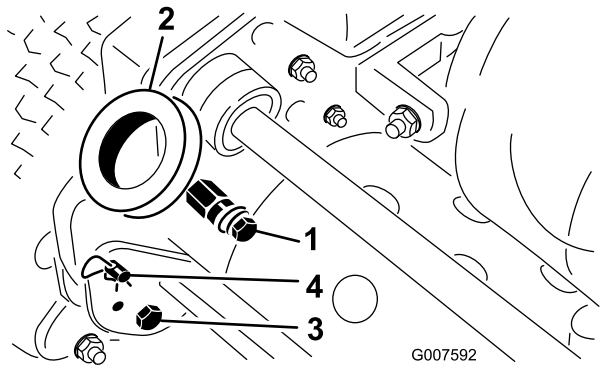

Bild 2
1. Nehmen Sie an jeder Seite des Rasenmähers die Schraube, die Scheibe und Sicherungsscheibe vom Befestigungsstift ab (Bild 2).
2. Nehmen Sie die Schrauben und Sicherungsmuttern ab, mit denen das Ende der Griffarme an jeder Seite des Rasenmähers befestigt sind (Bild 2).
3. Nehmen Sie die Splints und Ringstifte ab, mit denen die Griffarme hinten am Rahmen befestigt sind (Bild 2).
4. Schieben Sie die Griffenden durch die Löcher in den Griffarmen und fluchten Sie die Löcher mit den Befestigungsstiften aus (Bild 2).
1. Nehmen Sie an jeder Seite des Rasenmähers die Splints von den Ringstiften ab (Bild 2).
2. Stützen Sie den Griff ab. Nehmen Sie die Ringstifte an jeder Seite ab. Heben Sie den Griff auf die gewünschte Bedienposition an oder senken ihn ab (Bild 2).